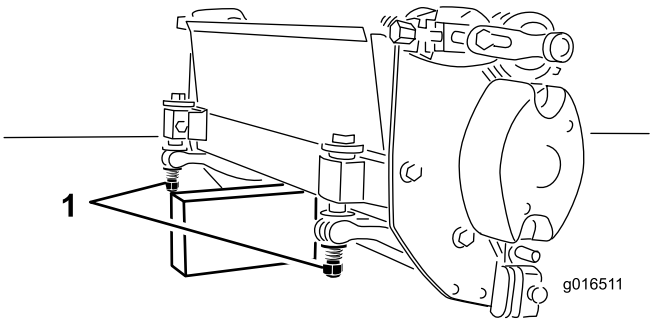

Figur 6
Om du behöver tippa klippenheten för att få tillgång till underkniven/cylindern ska du stötta upp klippenhetens bakre del så att muttrarna på den bakre änden av underknivstångens justerskruvar inte vilar mot arbetsytan (Figur 6).
2. Tippa klipparen för att exponera underkniven och cylindern. **Se till att muttrarna på den bakre änden av underknivens justerskruvar inte vilar mot arbetsytan (Figur 6).**
Viktigt: Om du behöver tippa klippenheten för att få tillgång till underkniven/cylindern ska du stötta upp klippenhetens bakre del så att muttrarna på den bakre änden av underknivstångens justerskruvar inte vilar mot arbetsytan (Figur 6).